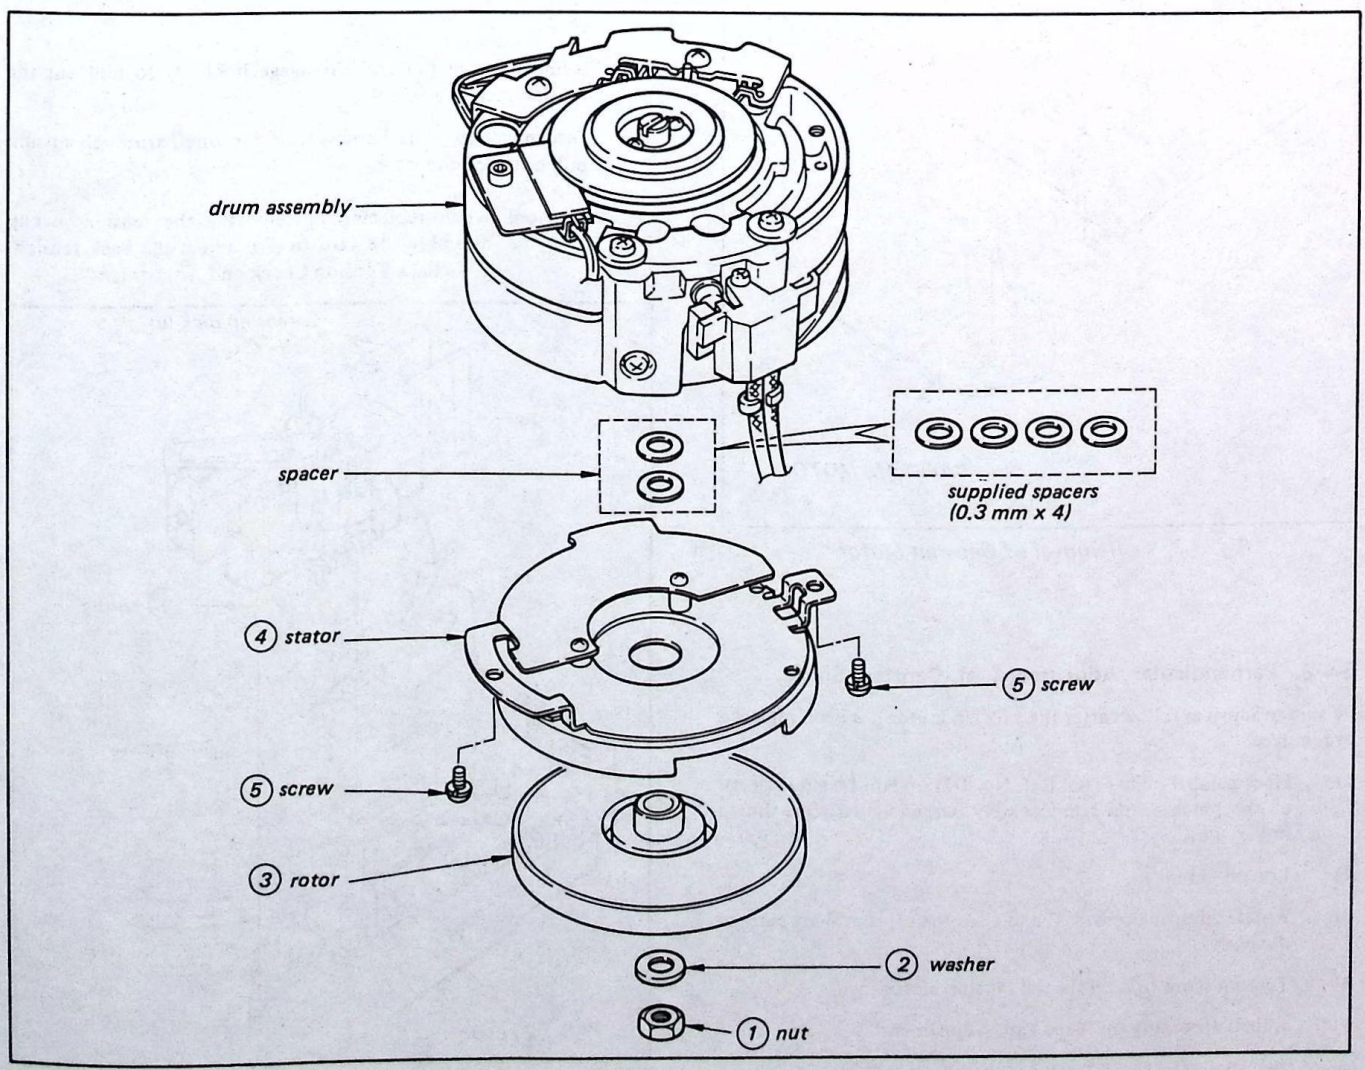

Fig. 3-6. Removal of Stator and Rotor when Replacing Drum
3-3-3. Removal of Stator and Rotor when Replacing the Drum (Fig. 3-6)
1) Place parallel plate (Tool Ref. No. J-2) on No. 10 guide sleeve of the pinch crimp arm assembly perpendicularly, as shown in Fig. 3-6.